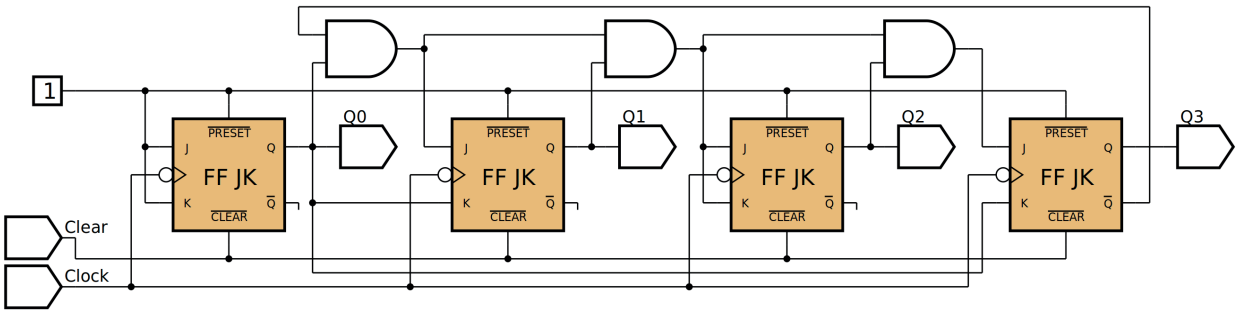

Figura 10.40 – Diagrama esquemático.
4. Utilize um programa de simulação em computador (SmartSim, Atanua, Qucs) faça a simulação do circuito da figura 10.40. Compare os resultados com a tabela 10.12.